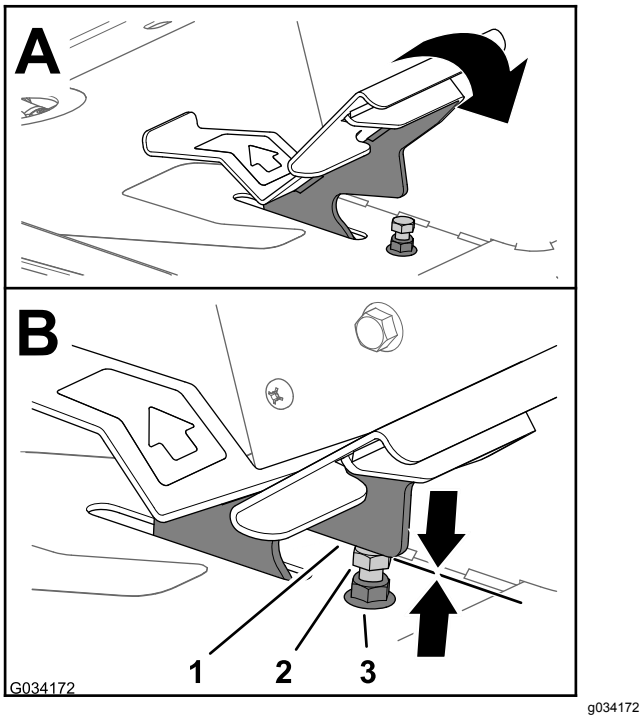
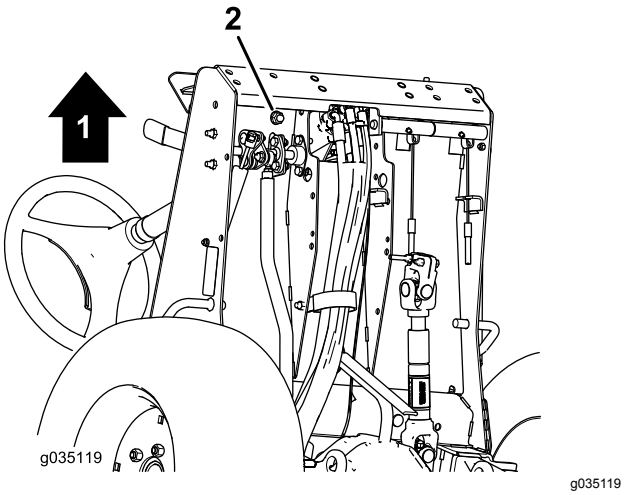

Figur 75
Figur 76
1. Tryck ned gaspedalen helt (Figur 75).
A. Håll gaspedalsstoppet (Figur 75) med en skiftnyckel.
B. Lossa kontramuttern på nedre delen av fotstödsplattan (Figur 76).
C. Tryck gaspedalen helt framåt (Figur 75).
D. Håll gaspedalsstoppet medan du justerar kontramuttern som sitter ovanför fotstödsplattan (Figur 75) tills gaspedalen kommer i kontakt med stoppet.
F. Håll gaspedalsstoppet medan du drar åt kontramuttern längst ned på fotstödsplattan (Figur 75 och Figur 76) till 37–45 N·m.